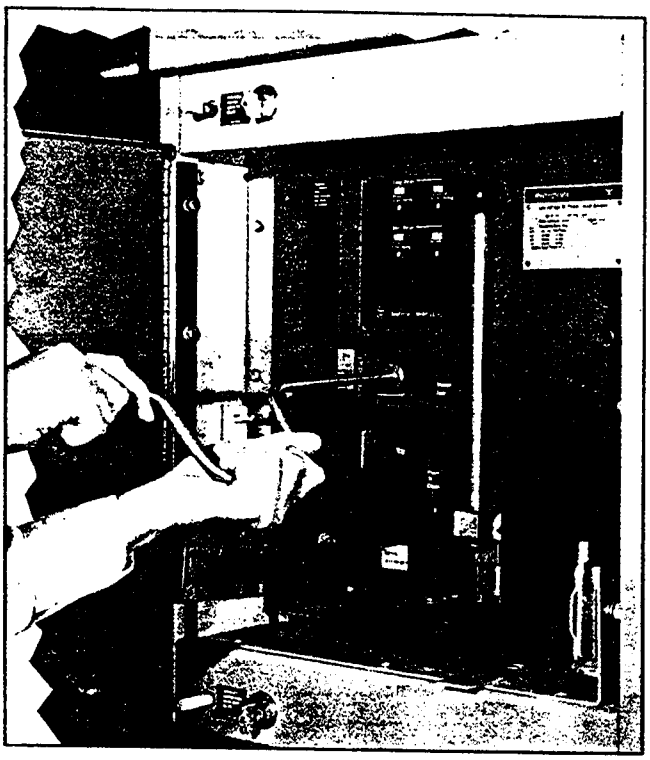
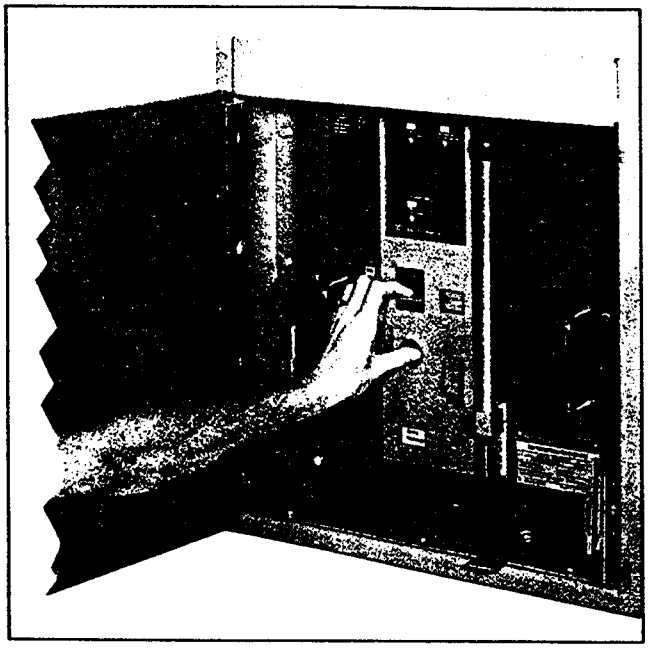

Fig. 3 *Levering Device Crank Handle Installed. Read Section 2.2 on this Operation (391177)*
Fig. 9 *Method Used to Press Trip Plate and Lower Shutter with One Hand, Preparatory to Inserting Crank (383028)*
1. With a screwdriver, remove the two (2) outside .25-20 panhead screws with captive washers from the bottom leg of the two angles. Do not discard, as later they will be returned to their tapped holes. Do not remove the center screw from the bottom cradle.
2. The levering device is now used to release the breaker from the shipping position. When the breaker is part way between DISCONNECT and TEST positions as described above the breaker levering device interlock will hold the shutter down and the trip plate depressed. The hex shaft of the levering device will be exposed and ready to receive the levering crank handle. See Figure 3. Insert the crank
If the circuit breaker was shipped in a separate package, the levering device was probably left in the REMOVE position. If not it will be necessary to return it to this position. Push in the TRIP plate and depress the shutter over the levering shaft, using one hand, as shown in Figure 9, and insert the levering crank as shown in Figure 3. Turn the crank counterclockwise until the position indicator is in the REMOVE position, at which time the load on the crank handle increases because a stop has been reached. Now rotate the crank clockwise to simulate levering the breaker inward toward the CONNECT POSITION. Watch the movement of the levering device arms. At the start of cranking the arms are horizontal, with rollers toward the rear, Figure 6. As the crank is turned clockwise the levering device arms rotate downward. When they have moved approximately 40° from the horizontal, the shutter will rise until it touches the crank socket. The position indicator will be opposite "DISC" which is the DISCONNECT position wherein the breaker is held in its compartment with both main and secondary contacts disengaged. If the crank is withdrawn, the shutter will close completely, and the breaker may be locked in this position as later described in Section 5.1.8.5 of this instruction book. There is very little movement of the breaker into its compartment between the REMOVE and DISCONNECT positions.